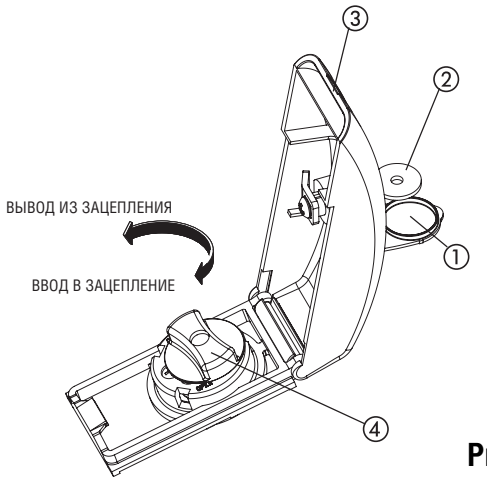

Рис. 16
- Поднимите защитный колпачок (Рис. 16, сноска 1) и вставьте входящий в комплект поставки ключ (Рис. 16, сноска 2).
- Поднимите крышку (Рис. 16 сноск)
- Поверните рукоятку расцепителя против часовой стрелки приблизительно на два оборота (Рис. 16, сноска 4).
- Для зацепления привода поверните рукоятку зацепления по часовой стрелке до упора (Рис. 16, сноска 4).
- Закройте крышку и поверните ключ на 90° против часовой стрелки (Рис. 16, сноска 2)
- По завершении операций извлеките ключ и закройте защитный колпачок (Рис. 16, сноска 1).